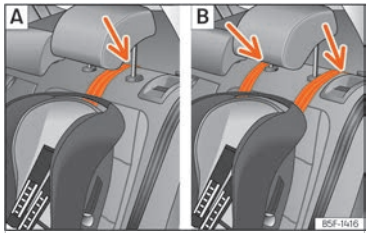

Fig. 39 Rear seats: adjustment and assembly according to the Top Tether belt.
- Position the belt under the headrest (according to the instructions of the seat itself, lift or remove the headrest if necessary) ››› Fig. 39.